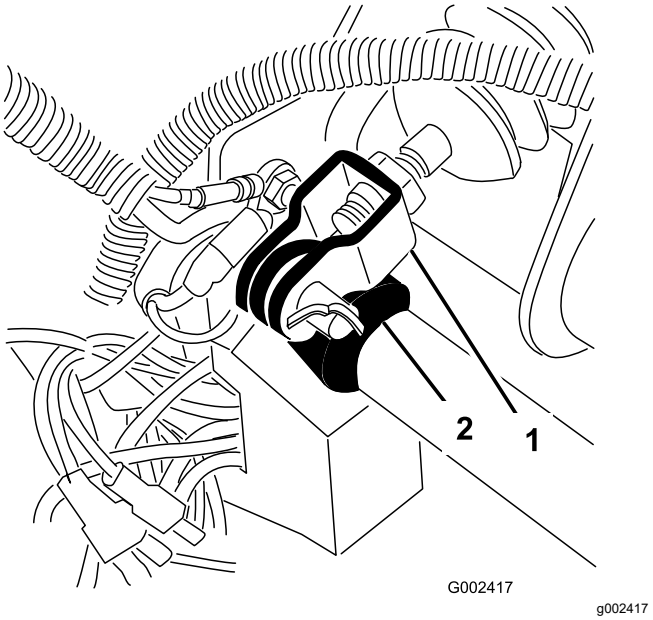

Figuur 66
1. Verwijder de R-pen en de gaffelpen waarmee de gaffel van de hoofdremcilinder is bevestigd aan het draaipunt van het rempedaal (Figuur 66).